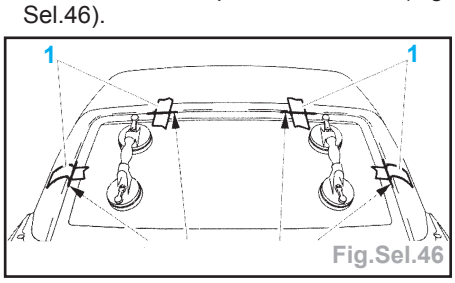

Fig.Sel.46
- Poser des adhésifs (1) qui serviront de témoins et découper les témoins (Fig. Sel.46).